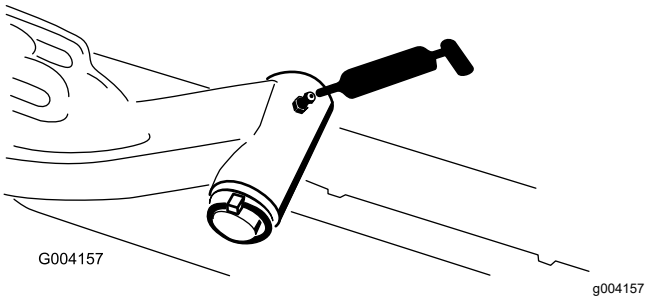

Rysunek 79
- Wał obrotu ramienia podnoszącego (po 1) (Rysunek 79)